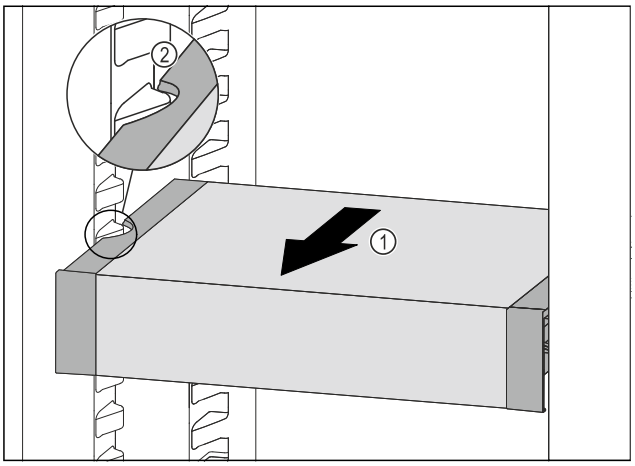

*Fig. 184*
- ▶ Trageți în față VarioSafe *Fig. 184 (1)*, până când degajările laterale ale VarioSafe se află la înălțimea nervurii recipientului din frigider. *Fig. 184 (2)*